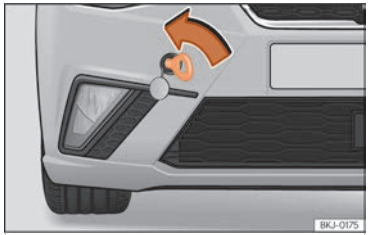

Fig. 157 Parte derecha del parachoques delantero: argolla de remolque enroscada.
- Enrosque la argolla de remolque en el alojamiento girándola al máximo **en el sentido contrario al de las agujas del reloj** ››› fig. 157 ,